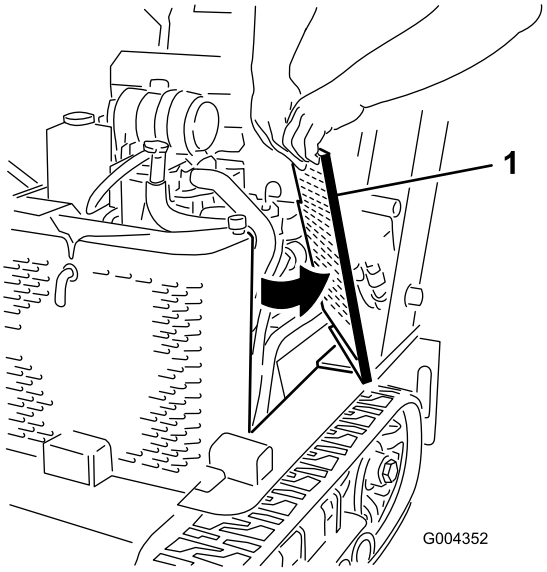

Figuur 29
2. Schuif de zijschermen (Figuur 29) omhoog en uit de sleuven in het voorscherm en het frame.